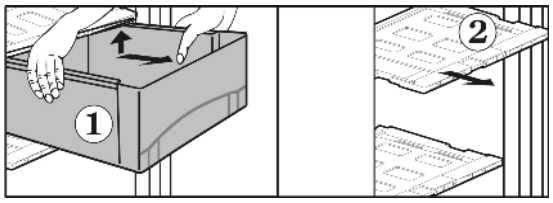

Fig. 30
▶ Schubfächer *Fig. 30 (1)* bis auf Anschlag heraus ziehen.
▶ Schubfachdeckel *Fig. 30 (2)* mit Feuchteregler bei herausgenommenen Schubfächern nach oben hin ausrasten, nach vorne herausziehen.